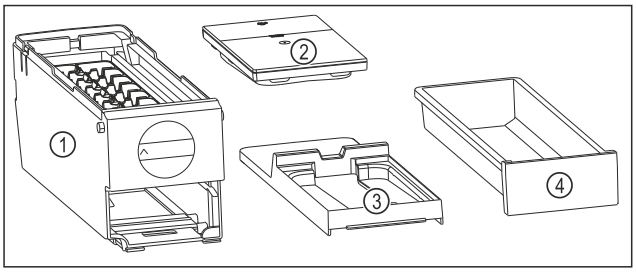

Fig. 112 Components of the EasyTwist-Ice
▷ EasyTwist-Ice is dismantled into four parts. (see Fig. 112)
▶ Only dismantle the EasyTwist-Ice into the components shown. (see Fig. 112)
▶ Clean the EasyTwist-Ice body *Fig. 112 (1)* as a whole.